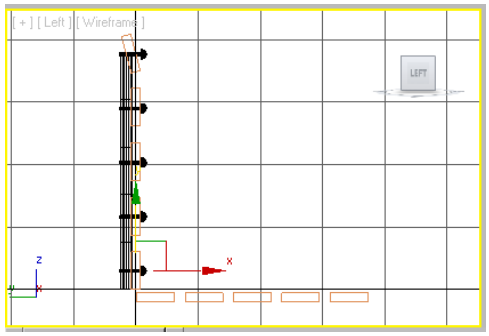

Figure 3-50 *Alignment of rivets in the Left viewport*
4. In the Left viewport, select *rivet001* using the **Select and Move** tool and move the cursor over the vertical axis. Now, create 4 copies of *rivet001,* as discussed earlier. These copies are automatically named as *rivet002*, *rivet003*, *rivet004*, and *rivet005*. Align them in the Left viewport, as shown in Figure 3-50.